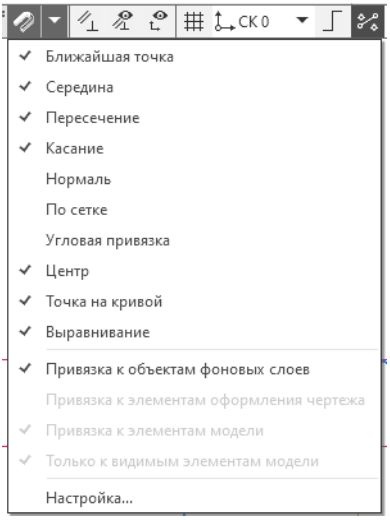

Рис. 5.11
8) Раскройте панель ***Глобальные привязки*** (рис. 5.11) на ***Панели быстрого доступа*** поставьте галочки напротив ***Центр*** и ***Касание***.